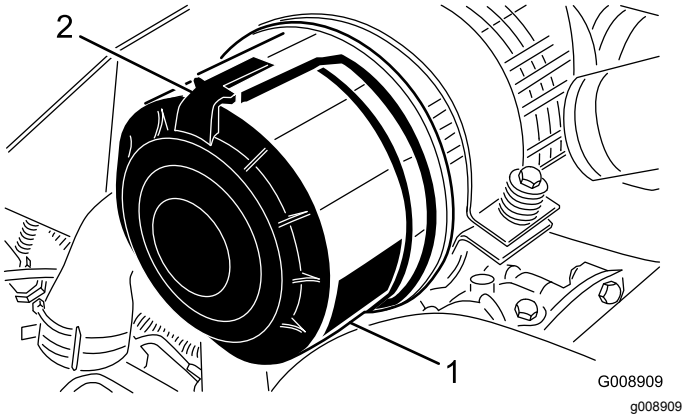

Figur 96
1. Åbn låsene, der fastgør luftfilterdækslet til luftfilterhuset (Figur 96).